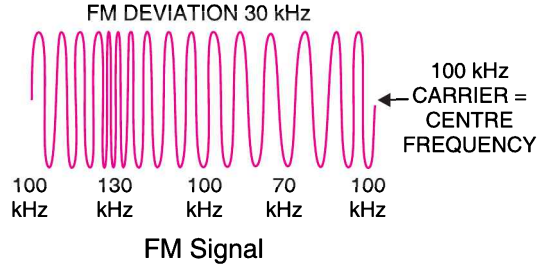

Fig. 16.13
Illustration. The process of frequency modulation (FM) can be made more illustrative if we consider numerical values. Fig. 16.13 shows the FM signal having carrier frequency f_c = 100 kHz. Note that FM signal has constant amplitude but varying frequencies above and below the carrier frequency of 100 kHz (=f_c). For this reason, f_c (= 100 kHz) is called *centre frequency*. The changes in the carrier frequency are produced by the audio-modulating signal. The amount of change in frequency from f_c (= 100 kHz) or *frequency deviation* depends upon the amplitude of the audio-modulating signal. The frequency deviation increases with the increase in the modulating signal and vice-versa. Thus the peak audio voltage will produce maximum frequency deviation. Referring to Fig. 16.13, the centre frequency is 100 kHz and the maximum frequency deviation is 30 kHz. The following points about frequency modulation (FM) may be noted carefully :